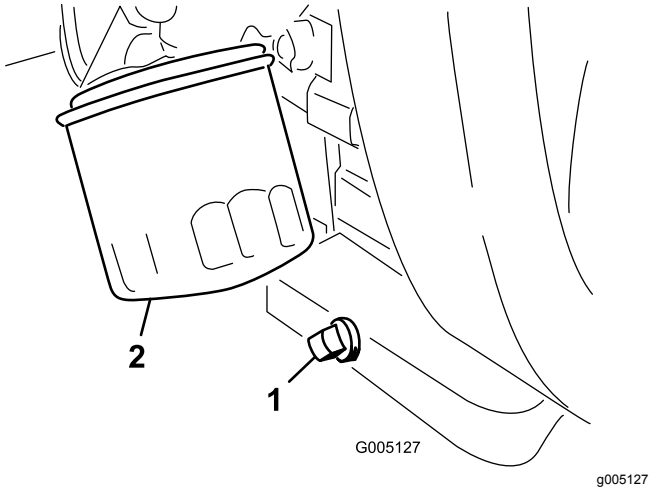

Figuur 47
1. Verwijder de aftapplug (Figuur 47) en laat de olie in een opvangbak lopen. Als er geen olie meer naar buiten stroomt, plaatst u de aftapplug terug.
2. Verwijder het oliefilter (Figuur 47). Smeer een dun laagje schone olie op de pakking van het filter.